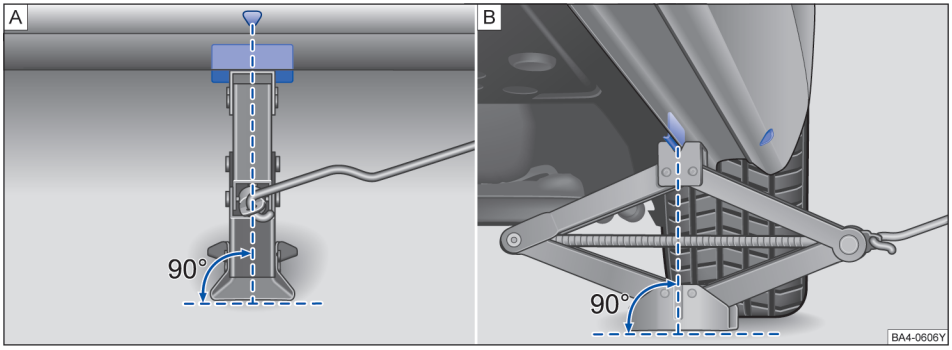
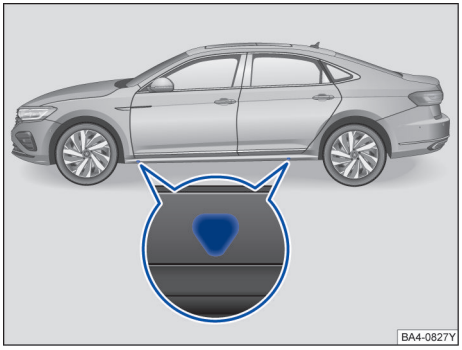

图 215 将千斤顶放在汽车左后侧
图 216 汽车千斤顶的支撑点
汽车千斤顶只允许放置在图示支撑点（车身上的标记）处→图 216 或 →图 215。在每个车轮旁都有相应的支撑点 →⚠。
5. 在车身底部下方找到离更换的车轮侧的千斤顶支撑点→图 216。